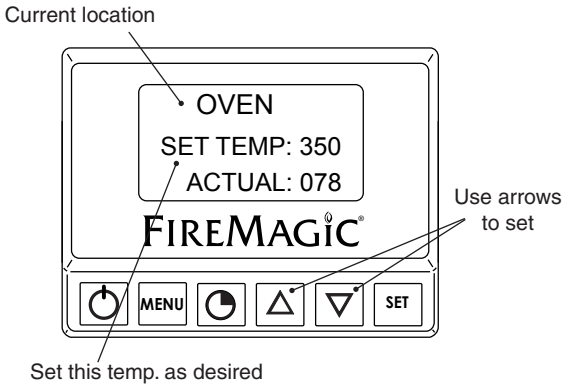

**Fig. 16-1** Area temp. screen (oven shown)
2. The selected location's temperature screen will be displayed. Use the arrows to set the desired temp. The actual temp. will also be shown (see Fig. 16-1).